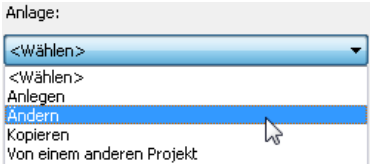

Bild 18.35 – Ändern einer Anlage
- Aktivieren Sie den Titel *MSR-Technik*, den ISP *Kellerzentrale*, das Gewerk *Lüftung* und die duplizierte Anlage *Eingangshalle EG*. Wählen Sie aus deren Listenfeld die Funktion *Ändern*, um sie anzupassen (Abb. 18.35).